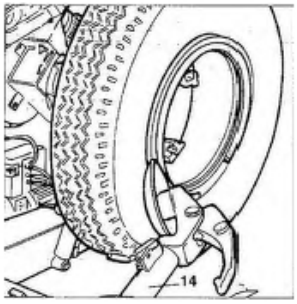

Рис. 31
2) Опустите подвес держателя инструмента (14, рис. 31) в рабочее положение таким образом, чтобы он зафиксировался в положении при помощи своего крюка.
3) Установите необходимый уровень отбойного диска борта в соответствии с ободом (см. рис. 31)
7) Переместите подвес держателя инструмента (14, рис. 31) назад от края обода. Ослабьте крюк и установите рычаг в нерабочее положение.